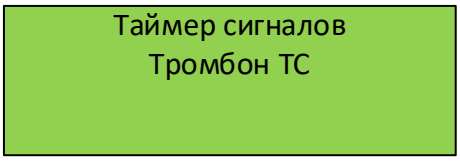

Рис. 3.1
3.1. После включения питания на дисплее ТС выводится стартовая страница (рис.3.1).